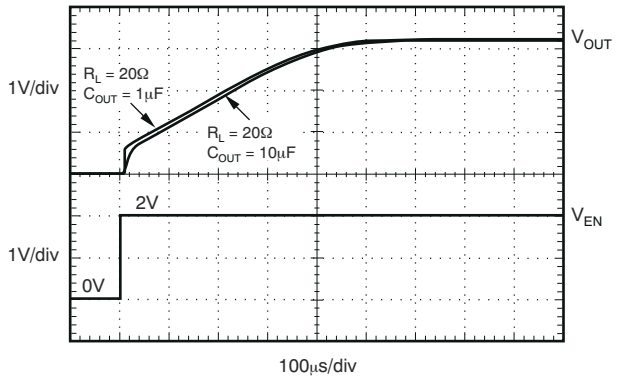

Figure 5-21. TPS73701 Turnon Response
The enable pin (EN) is active high and compatible with standard TTL-CMOS levels. V_{EN} below 0.5 V (maximum) turns the regulator off and drops the GND pin current to approximately 10 nA. When EN is used to shutdown the regulator, all charge is removed from the pass transistor gate, and the output ramps back up to a regulated V_{OUT} (see Figure 5-21).